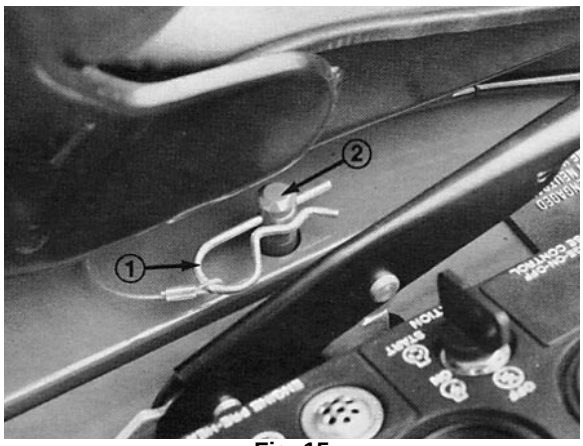

Fig. 15
1. Fjern holdeklemmen fra sædets låsestang (Fig. 15).